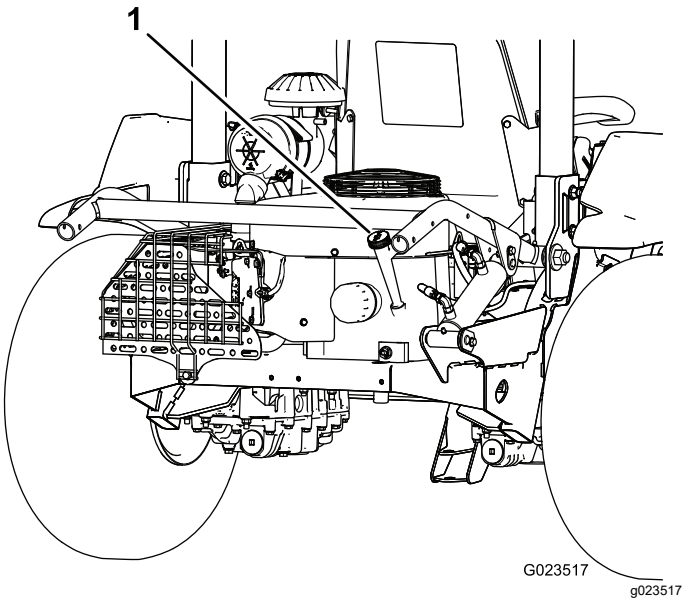
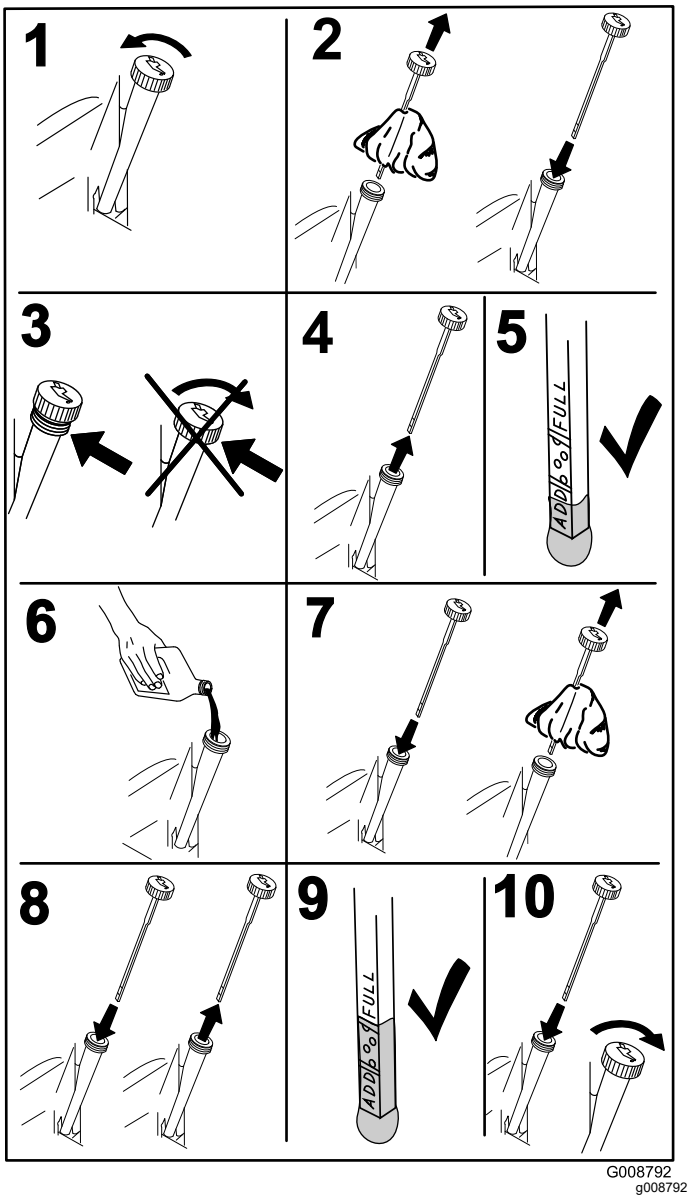

Figure 38
Figure 39
2. Remove the dipstick (Figure 38) and wipe it with a clean cloth (Figure 39).